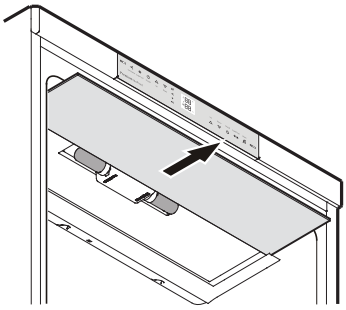

Figure 15
2. Remove the glass plate - ***Fig. 15***.